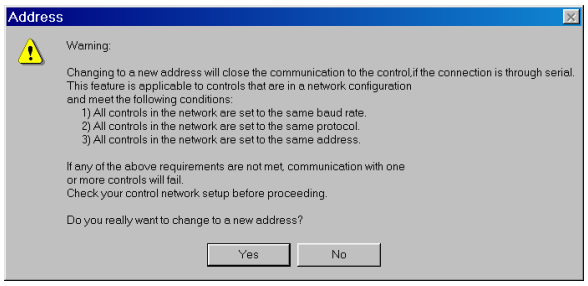

Figure 4-21 Change Address Warning Screen
1. Select **Communication/Setup/Change Address** from the TapTalk toolbar. TapTalk will display the "Change Address Warning" screen (Figure 4-21).